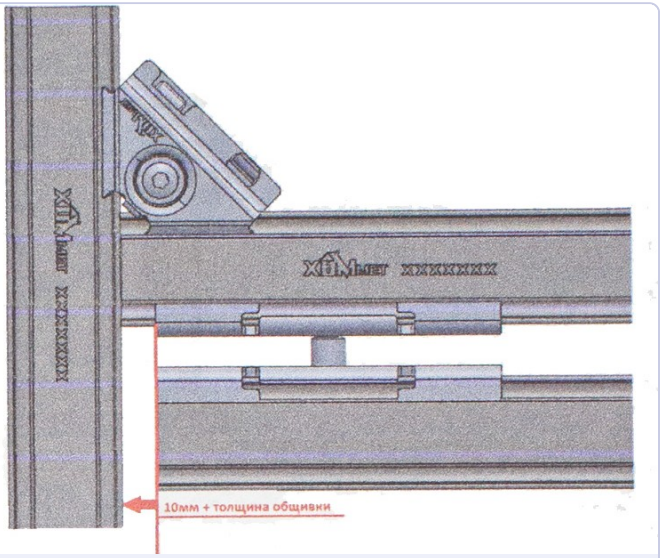

Рис. 3. Узел петли: зазор 10 мм + толщина обшивки
2. Установить отрезки профиля горизонтально на петли скрытого монтажа при помощи саморезов или заклёпок (рис. 3).